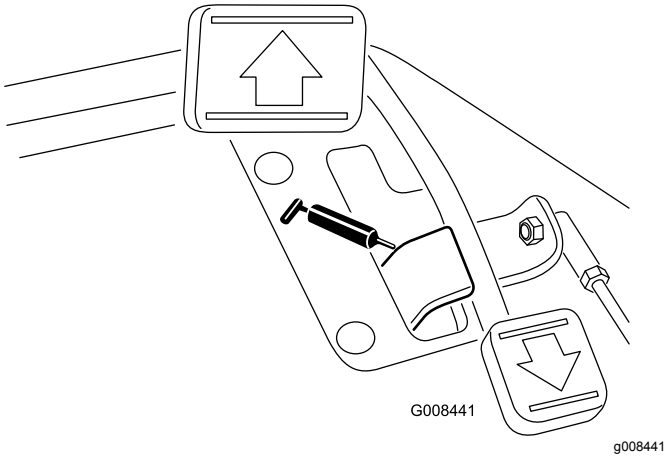

Figur 36
- Trekkpedaltapp (én) (Figur 36)